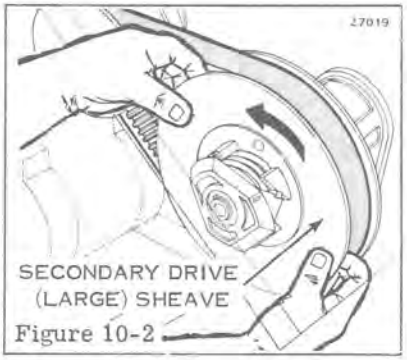

Figure 10-2
c. Pull movable sheave while twisting to left, Figure 10-2.